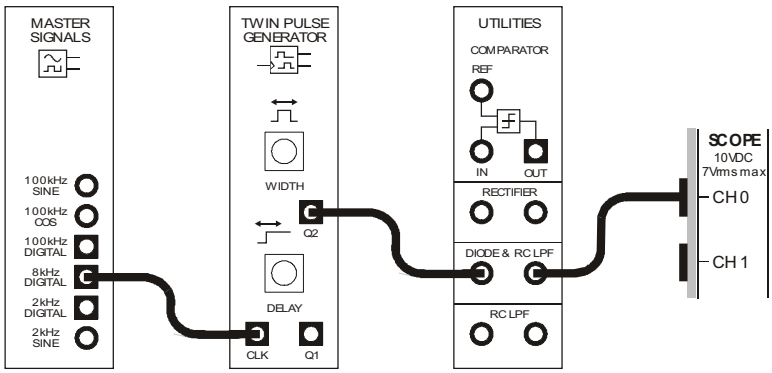
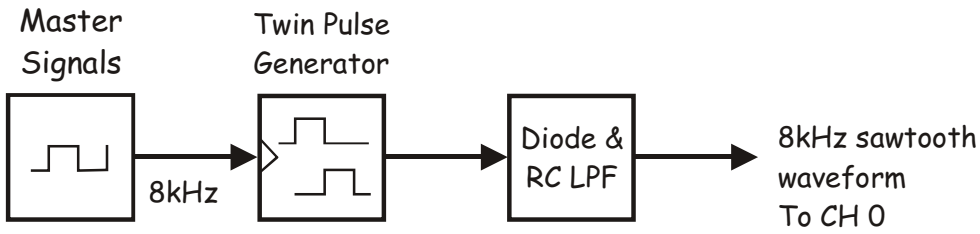

Figure 4
Figure 5
11. Connect the set-up shown in Figure 4 below.
The set-up in Figure 4 can be represented by the block diagram in Figure 5 below.